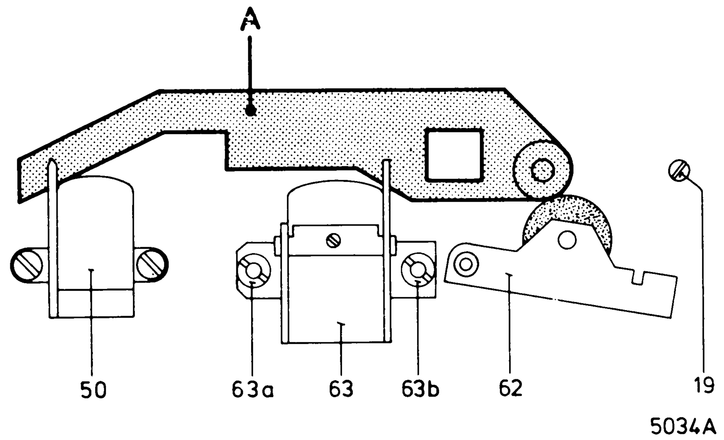

Fig. 1
Einstellen des A/W-Kopfes 63 (siehe Abb. 1)
- Benutze für diese Einstellung eine Sonderlehre; siehe A in Abb. 1.